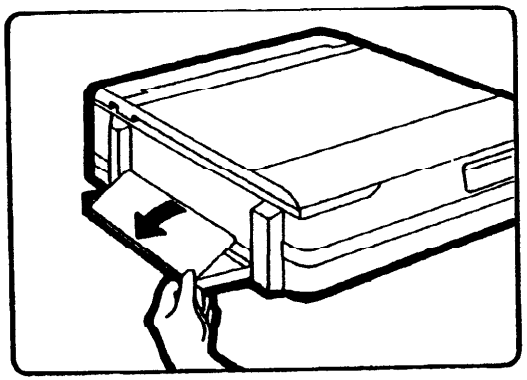

Рис. 6. Открывание лотка выхода (НА АППАРАТАХ 5220/5222 ТОЛЬКО).
7. (Рис. 6): Откройте и разложите лоток выхода копий (НА АППАРАТАХ 5220/5222 ТОЛЬКО).